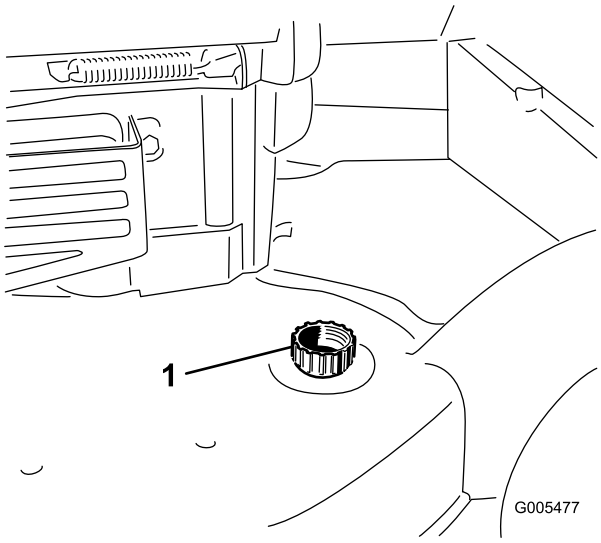

Figur 42
3. Fastgør en haveslange, der er sluttet til vandforsyningen, til gevindport (Figur 42).